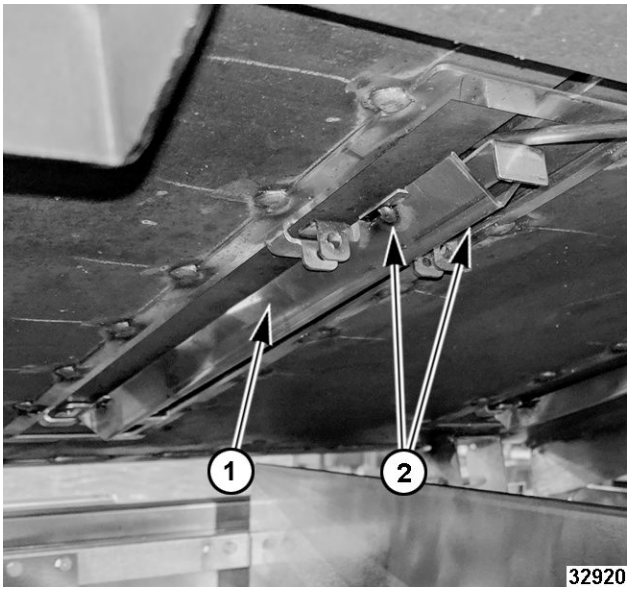

**Fig. 102**
12. Verify bulb is seated properly and shield (1, Fig. 102) is back in place, fasten tight with two screws (2, Fig. 102).